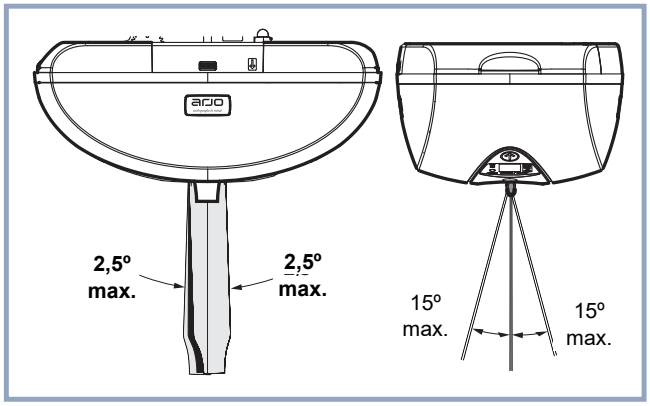

Abbildung 7
- Achten Sie beim Anheben bzw. Absenken des Bewohners/Patienten stets darauf, dass das Befestigungsband aus Sicherheitsgründen und zur Vermeidung eines vorzeitigen Verschleißes der Komponenten des Lifters so gerade wie möglich verläuft. Die in Abbildung 7 gezeigten Werte dürfen nie überschritten werden.